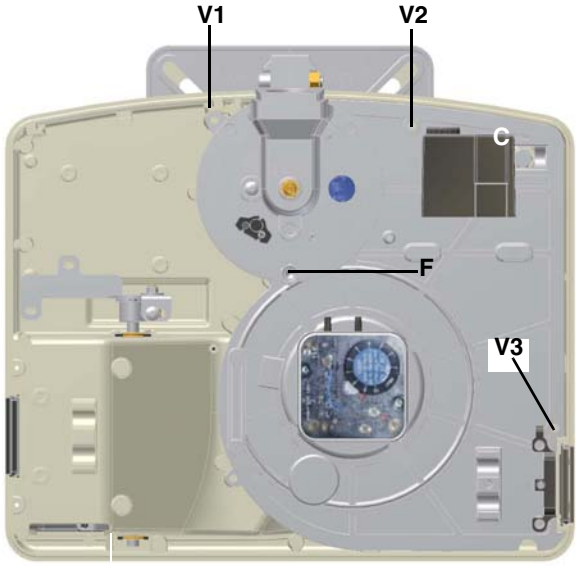

Fig. 30
- Desmonte, controle y limpie la cabeza de combustión (véase Fig. 30 y siguentes)
1 desmontar la placa componentes C del quemado, removiendo los tornillos V1, V2, V3, V4 y el perno de fijación F (Fig. 30);